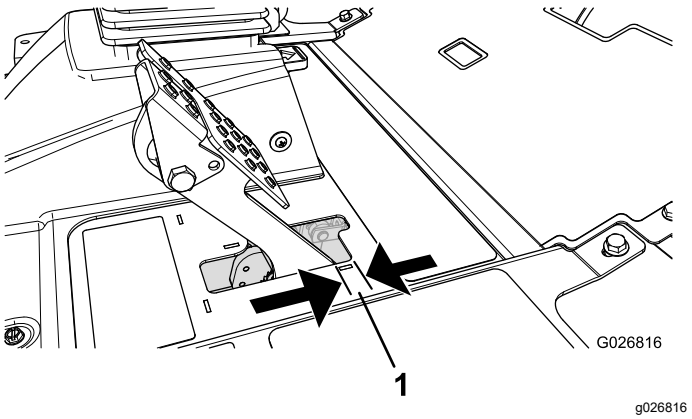

Figur 112
4. Tryk let på bremsepedalen. og mål afstanden, som pedalen bevæger sig uden modstand (Figur 112).
Bemærk: Juster bremserne, hvis bremsepedalen har fri vandring på mere end 2,5 cm (Figur 112), eller hvis der kræves mere parkeringsbremsekraft.
6. Spænd de bageste møtrikker for at flytte kablet bagud, indtil bremsepedalen har 6 til 13 mm fri vandring (Figur 112), før parkeringsbremsen låser hjulene.